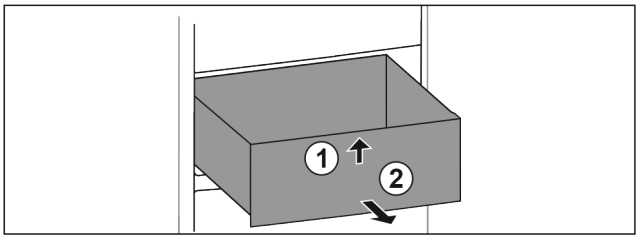

Fig. 91
▶ Lift up drawer at the front. *Fig. 91 (1)*
▶ Remove drawer to the front. *Fig. 91 (2)*